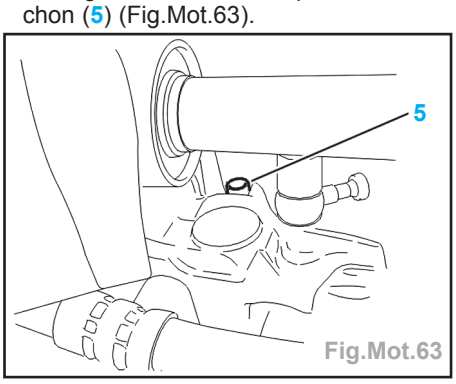

Fig.Mot.63
- Vidanger le moteur en déposant le bouchon (5) (Fig.Mot.63).